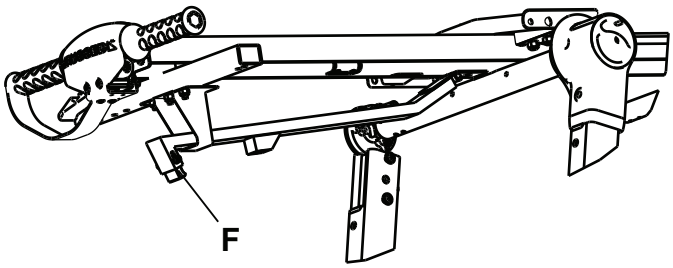

Рисунок 17 – Рекомендации по регулировке крюка
2. Проведите пробную выгрузку каталки из автомобиля, чтобы подтвердить зацепление предохранительного крюка с пластиной защелки. С помощью шестигранного ключа M5 отрегулируйте по необходимости положение конца крюка (F), чтобы обеспечить зацепление предохранительного крюка с пластиной защелки в процессе выгрузки (Рисунок 17).